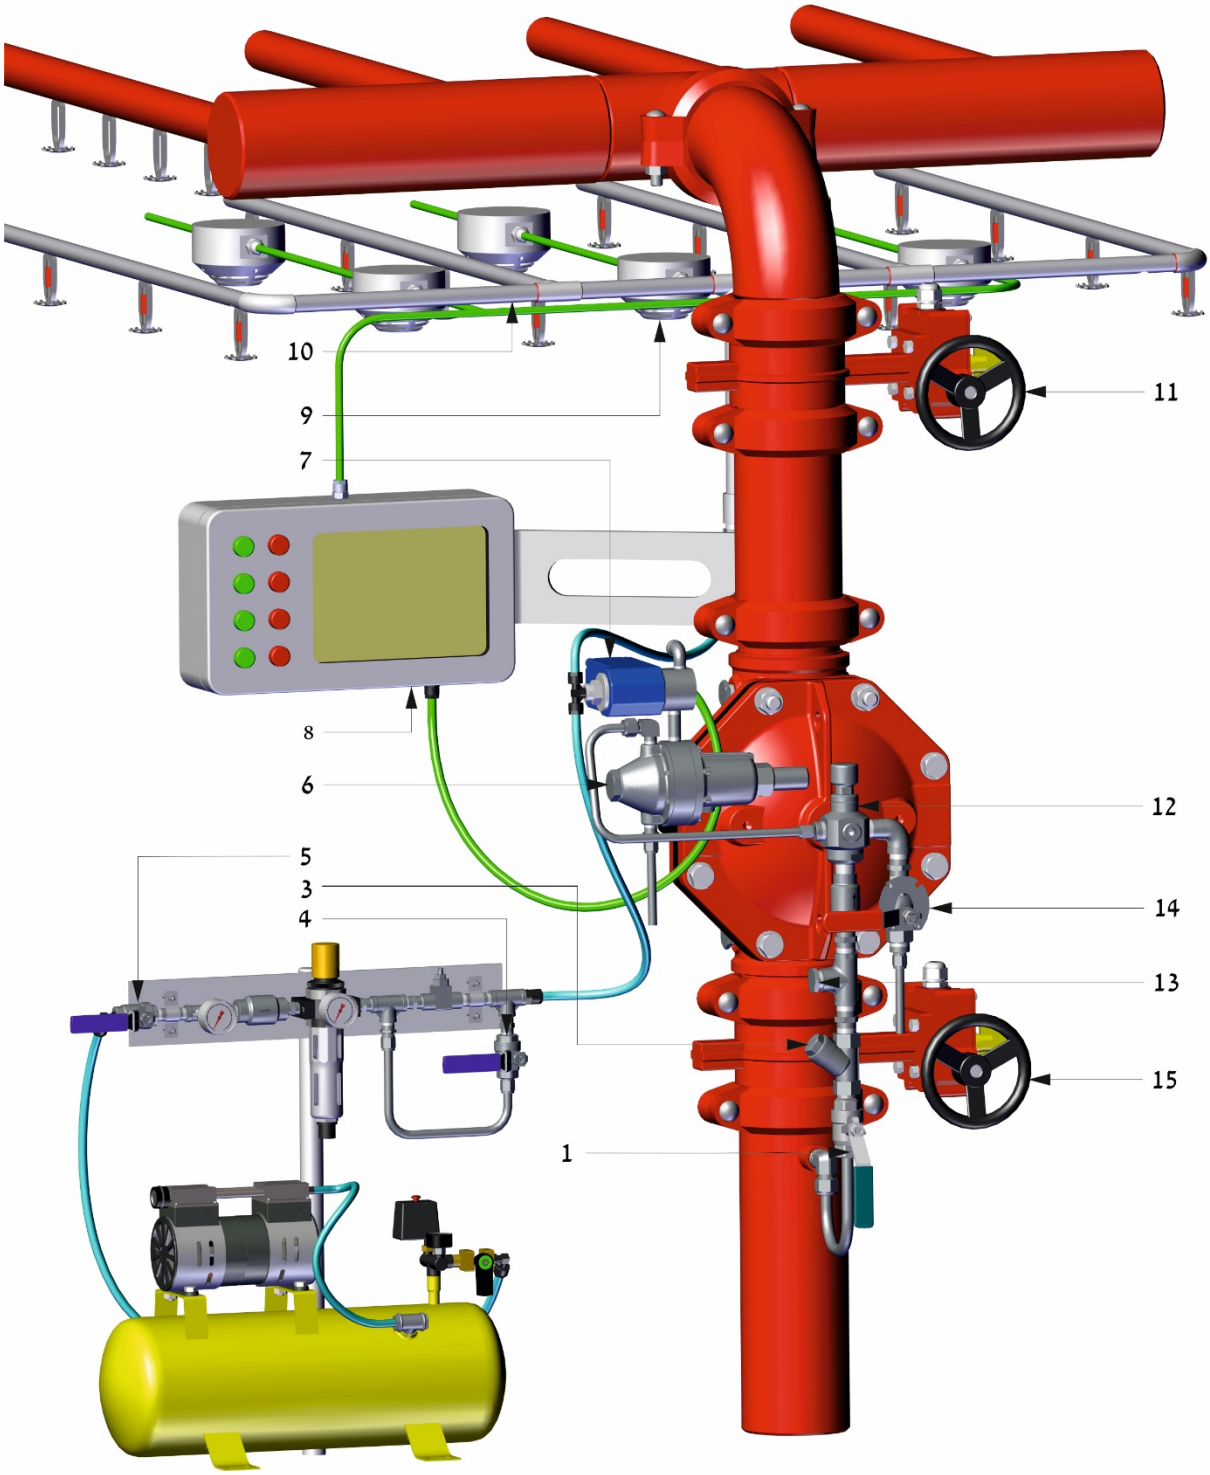

Fig. 2
Installation (Reference Figure 2)
8. All connections to water supply, should be done in accordance with figure 2
INSTALLATION PARTS LIST (Reference Figure 2)
OPERATING INSTRUCTIONS (Reference Drawing - figure 2)
The procedure described should be carried out after system installation completion and a comprehensive inspection. (Reference Drawing - figure 2)
Fire Situation Simulation (Reference Drawing - figure 2)
(Reference drawing - figure 2)